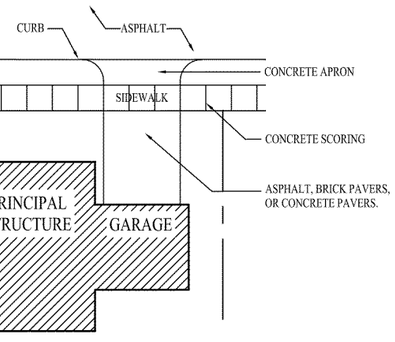

*Figure 31*
- Front-load driveways may be asphalt, brick pavers, or concrete pavers. Aprons may be concrete. See Figure 31.